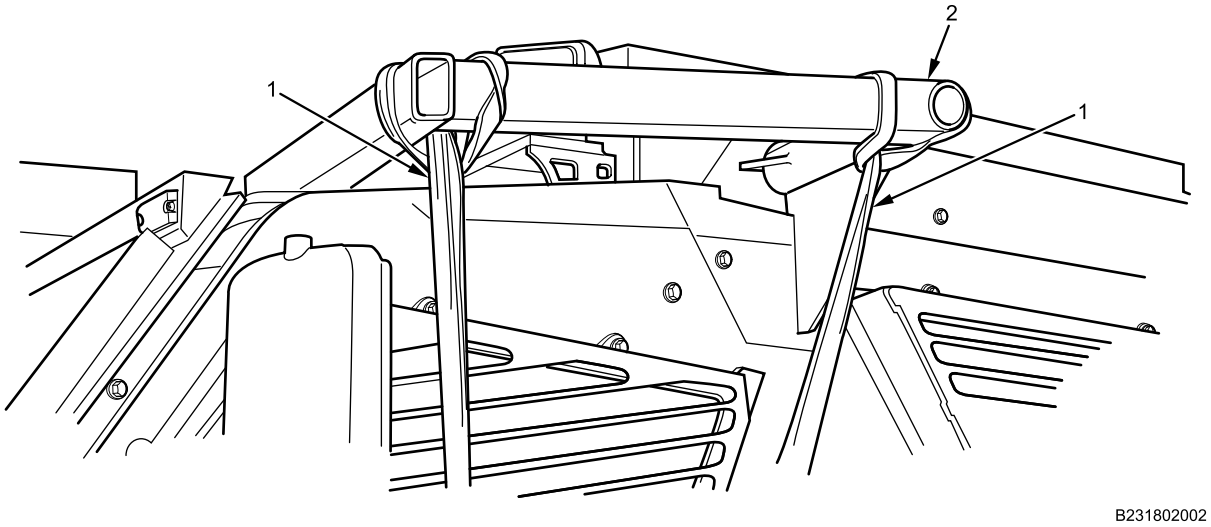

Figure 6. Belly Armor Kit Support Straps.
8. Install lifting sling (Figure 6, Item 1) on each corner of support (Figure 6, Item 2). Left side shown; right side similar.